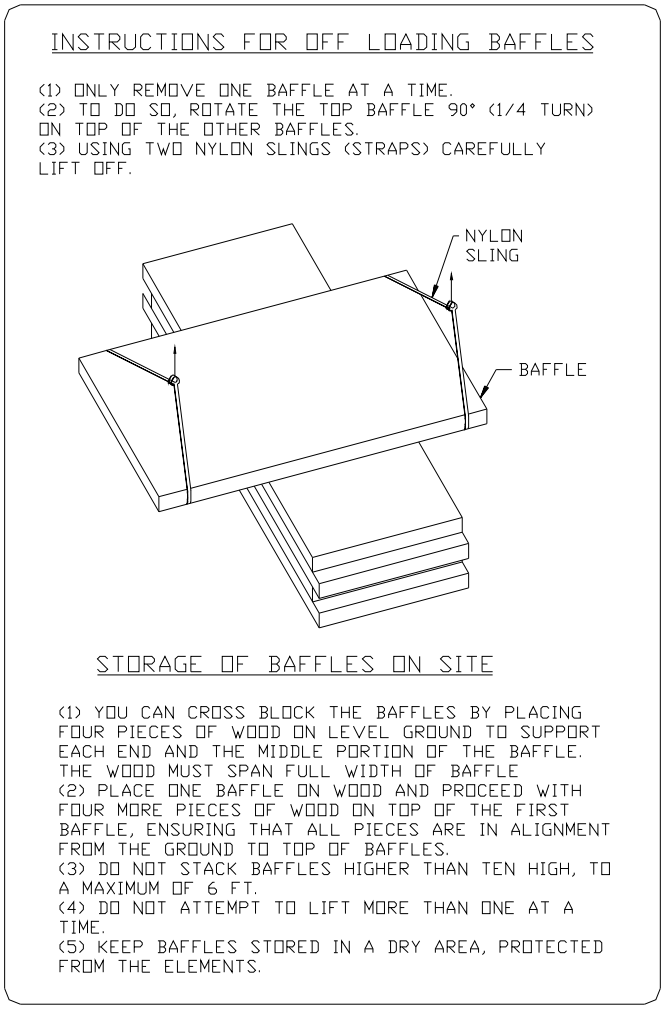

Figure 1
4.3.3.1 All baffles, shipped loose for field installation shall have adhesive sticker, see figure 1, affixed to each baffle. A letter size copy of these stickers will also be attached to the bills of lading. Handling and storage shall comply with these instructions